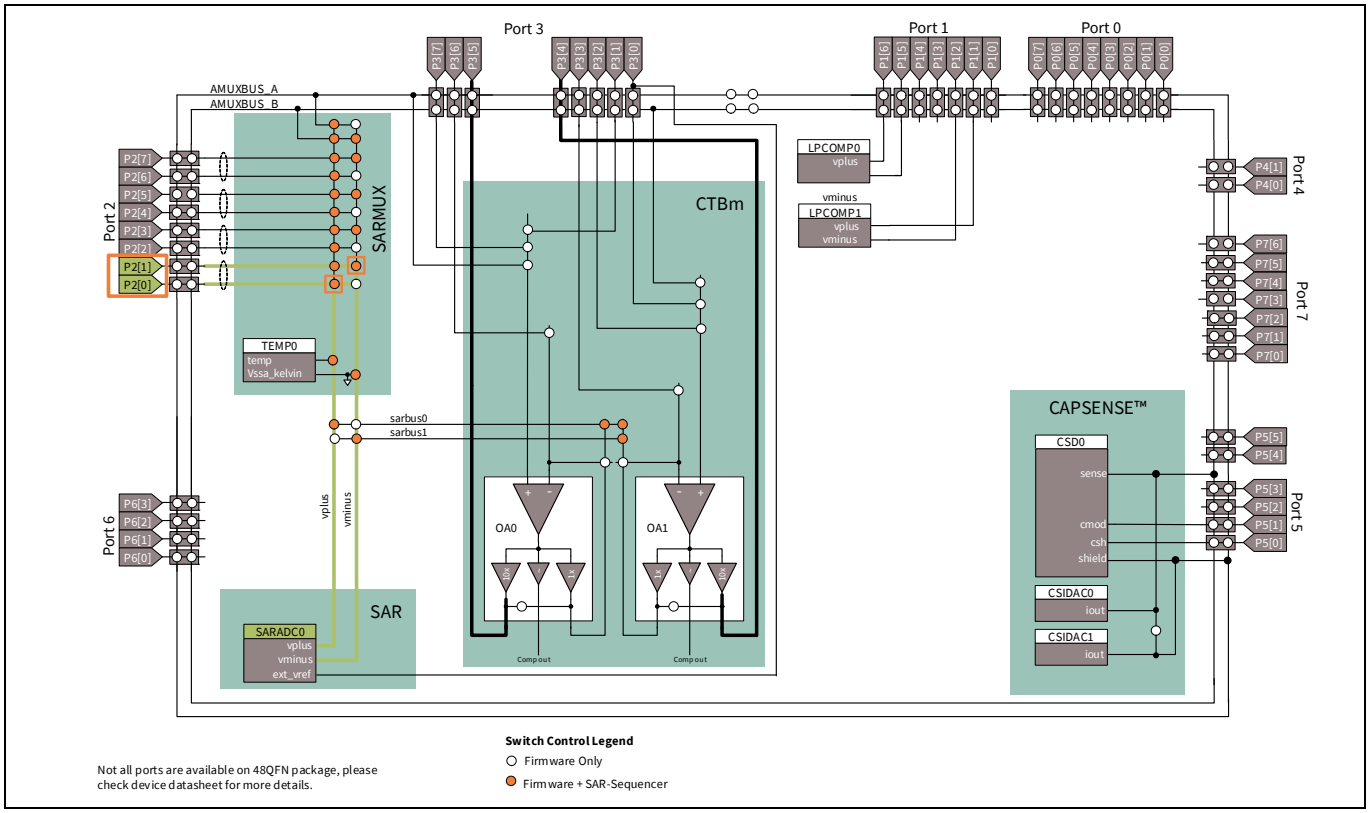

**Figure 22-6. Input from external pins**
**Figure 22-6** shows how two GPIOs that support SARMUX are connected to SAR ADC as a differential pair (Vpuls/Vminus) via switches. These two switches can be controlled by sequencer, or firmware. The pins are arranged in adjacent pairs; for example, in SARMUX port P2[0] and P2[1], P2[2] and P2[3], and so on. If you need to use pins that are not paired as a differential pair, such as P2[1] and P2[2], the sequencer does not work; use firmware.